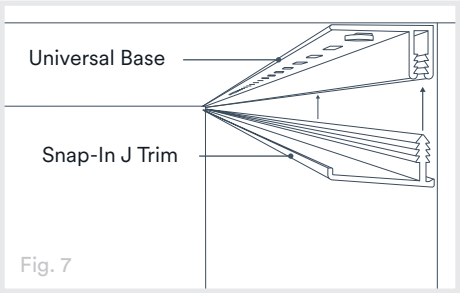

Fig. 7
1. Begin by measuring and cutting the Universal Base for the trim around the perimeter of the ceiling. Align the Universal Base tight to the corner so that the pre-punched screw flange is pointing away from the wall and fasten to the ceiling. Choose one end of the ceiling where you will start your first panel row and align the teeth of the Snap-In J Trim with the Universal Base and press together (Fig. 7). Insert a Wall&CeilingBoard panel into the trim to determine the proper channel width.